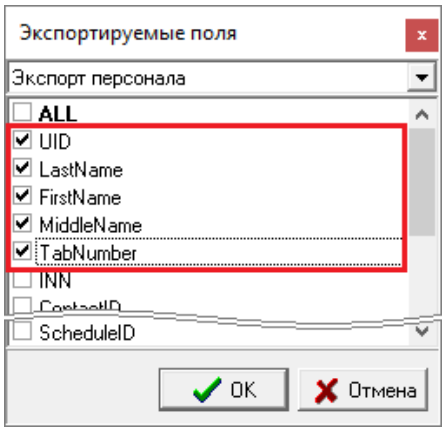

Рисунок 15-38 Выбранные для экспорта персонала поля
- выберите поля, которые необходимо экспортировать (см. Рисунок 15-38) для выбранных объектов (см. п. 15.5.3.2.3).